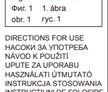

Fig. 2 Slika 2 рис. 2
a. Make sure that the piston is completely retracted into the dispenser. (Fig. 2)